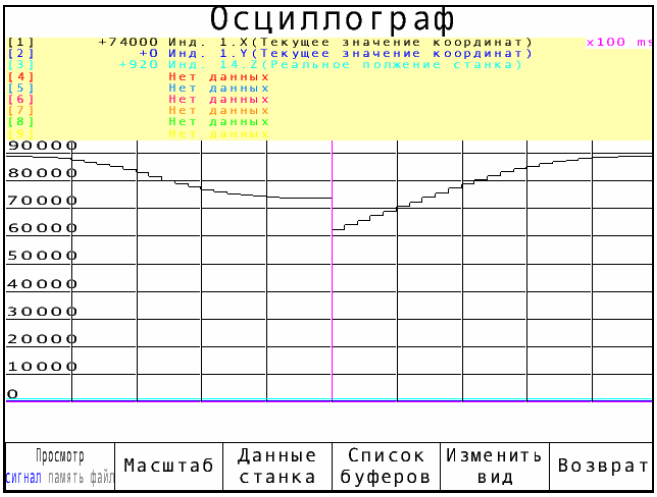

Рис. 12.4
Для перехода на индикацию осциллографа необходимо нажать одновременно клавиши CTRL и T или ALT и F3 ("Осциллограф") в диагностике. На экране индицируется меню рис. 12.4.
12.2.12. Для выхода из индикации осциллографа необходимо нажать клавишу F6 ("Возврат") в меню рис. 12.4.